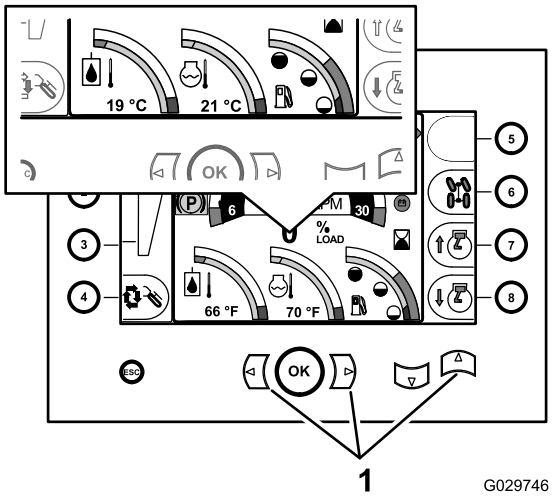

Figura 32
1. Selecione a tela inicial na central de comando (Figura 32).
2. Pressione os botões esquerda+direita+para cima (Figura 32).